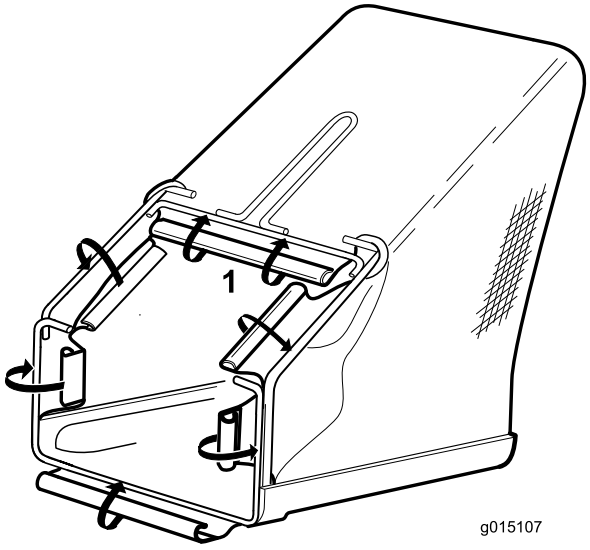

Figura 4
2. A partire dalla stegola, agganciate i sei fermagli in plastica sul cesto di raccolta al telaio a trama metallica (Figura 4).